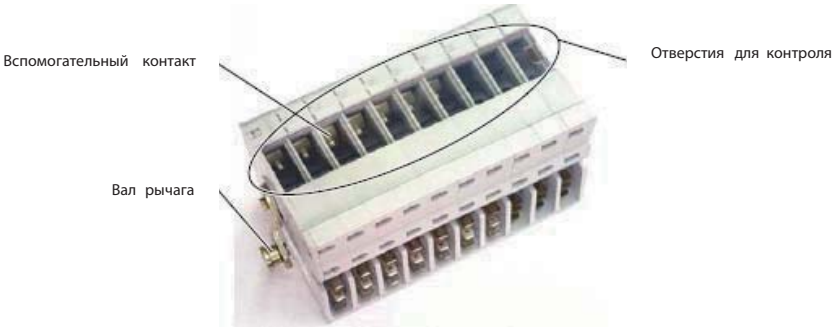

Рис. 85. Проверка вспомогательных контактов
6) После проведения контроля установите все детали и компоненты на свои места в обратном порядке их извлечения. При установке вспомогательных контактов необходимо нанести молибденовую смазку в месте зацепления рычага управления и вала рычага. Вспомогательные контакты можно проверить визуально через отверстия для контроля, изображенные на рис. 85.